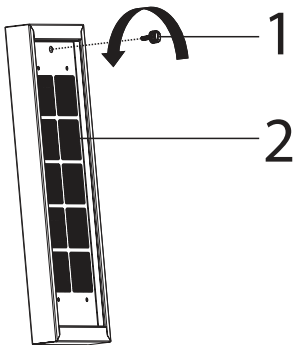

Abb. 43
3. Aktivkohlefilter Verbindungsschraube (Abb. 43/1) in Pfeilrichtung abschrauben.